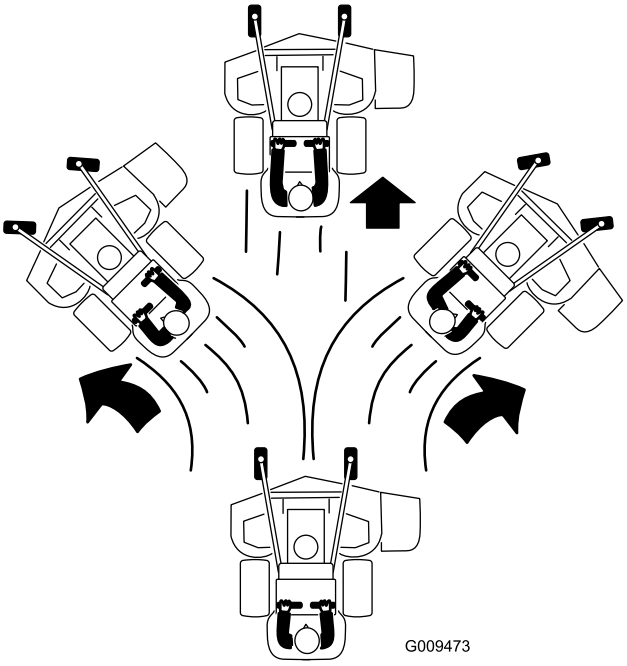

Figur 23
4. Skyv bevegelseskontrollspakene langsomt fremover (Figur 23).